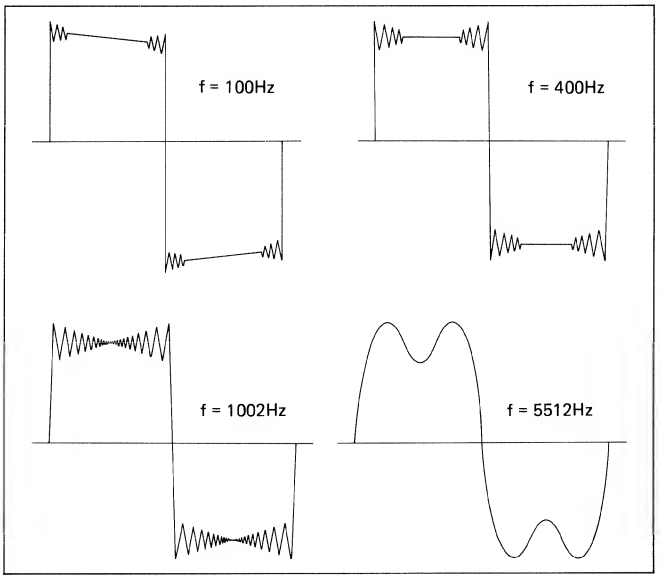

Fig. 4.14
-> Fig. 4.14
- Oszilloskop an einem Ausgang anschliessen und die Rechtecksignale bei 100 Hz, 400 Hz, 1002 Hz und 5512 Hz optisch beurteilen. Die Kurvenform muss symmetrisch sein. (Fig.4.14)